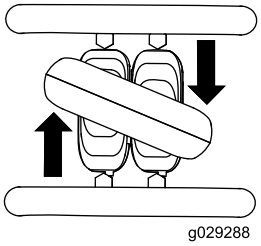

**Rysunek 9**
- Aby skręcić w prawo, obróć dźwignię sterowania zespołem jezdnym zgodnie z kierunkiem wskazówek zegara (Rysunek 9).